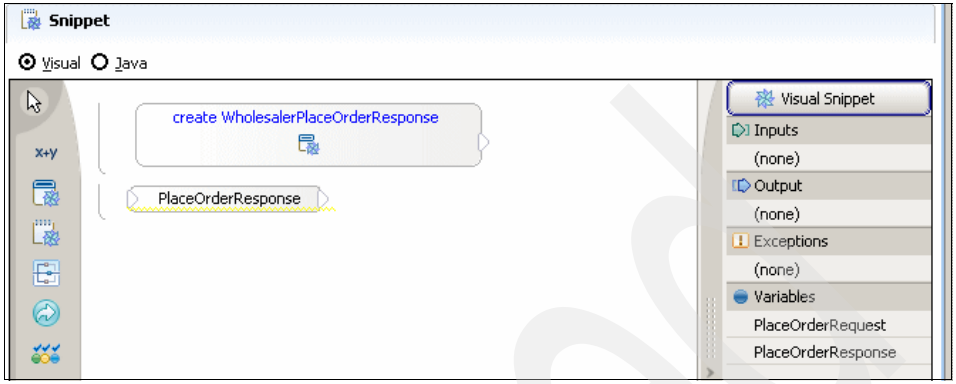

Figure A-41 Dragging the variable to the canvas
e. Drag the variable **PlaceOrderResponse** from the Variables section to the Visual Snippet Editor canvas (Figure A-41).